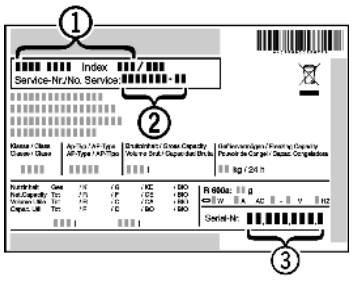

Fig. 10
▶ Наименование устройства *Fig. 10 (1)*, сервисный № *Fig. 10 (2)* и серийный № *Fig. 10 (3)* считайте с заводской таблички. Заводская табличка находится внутри устройства слева.
▶ Обратитесь в сервисную службу и сообщите вид неисправности, наименование устройства *Fig. 10 (1)*, сервисный № *Fig. 10 (2)* и серийный № *Fig. 10 (3)*.